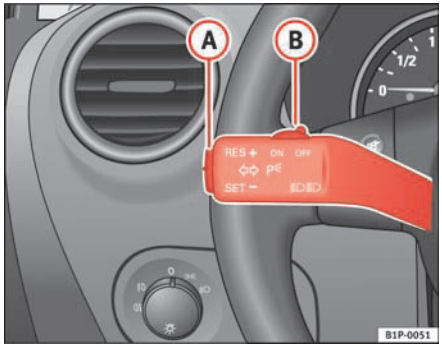

Fig. 123 Turn signal and main beam lever: Switch and rocker switch for CCS
– Move the control ⇒ fig. 123 (B) to the left to the position **ON**.